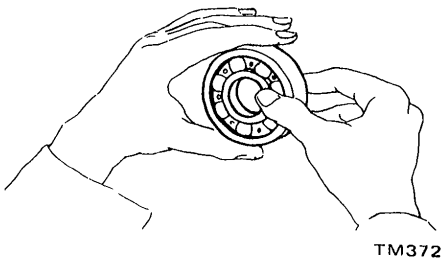

Fig. MT-25 Inspecting ball bearing
2. When race and ball surfaces are worn or rough, or when balls are out-of-round or rough, replace bearing with a new one. See Figure MT-25.